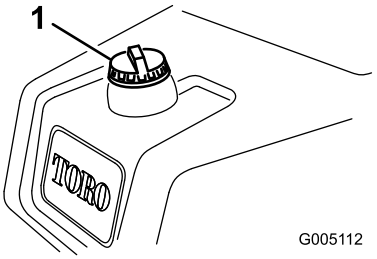

Figure 29
1. Nettoyez la surface autour du bouchon du réservoir et enlevez le bouchon (Figure 29).